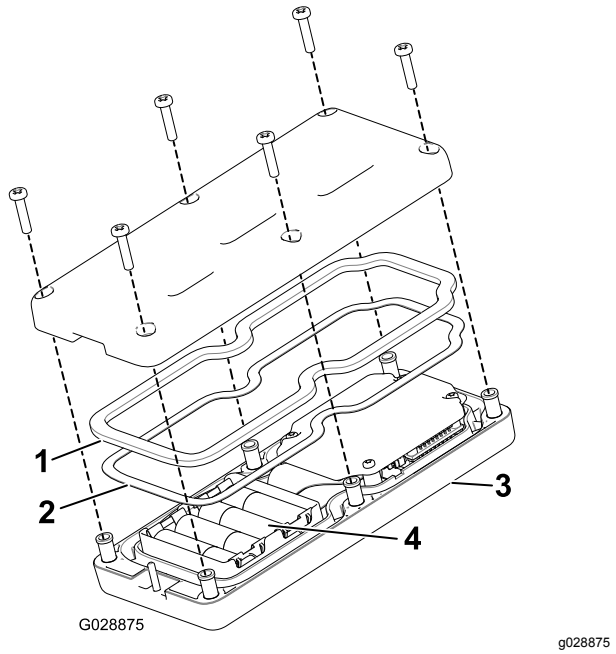

Figuur 18
2. Let op de polariteit van de batterijen terwijl u deze plaatst. Op het draagtoestel staat de polariteit van de contacten aangegeven (Figuur 18).
3. Zorg ervoor dat de stalen pakking en de rubberen afdichting in de groef in de afstandsbediening zitten en plaats het achterdeksel op zijn plaats (Figuur 18).
4. Bevestig het deksel met 6 schroeven (Figuur 18) en draai ze vast met een torsie van 1,5 tot 1,7 N·m.